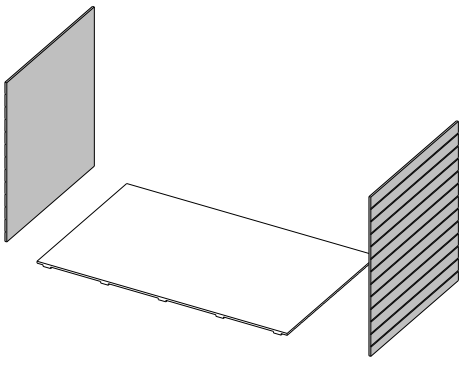

Fig 4
- Unscrew any screws fixing the contents to the sides of the crate and remove the sides of the crate, see figure 4.